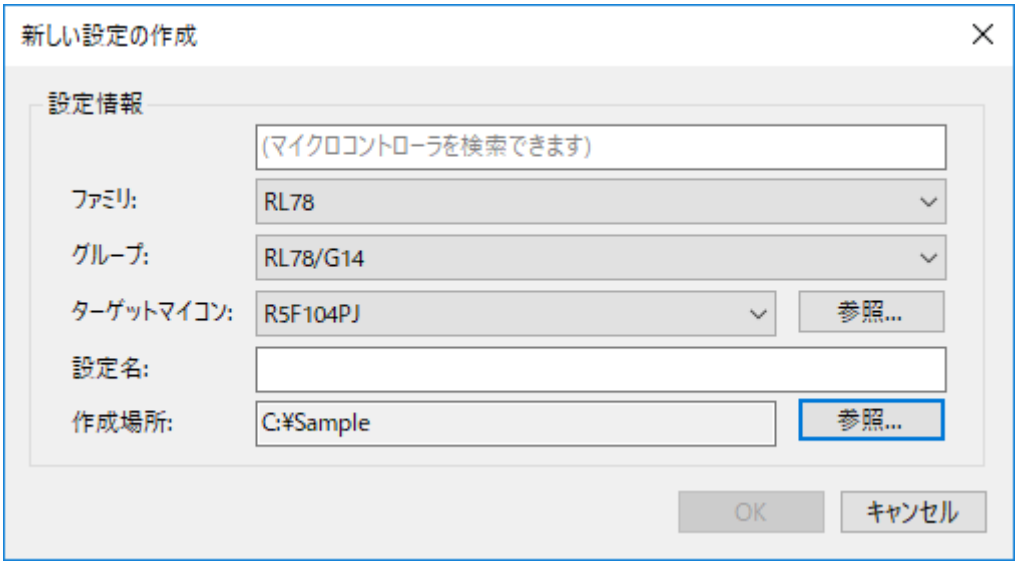

図 4.29 新しい設定の作成ダイアログボックス
2. 新規に設定ファイルを作成します。ファミリ、グループ、ターゲットデバイス、設定情報を**図 4.29** のように設定し、OK ボタンを押します。